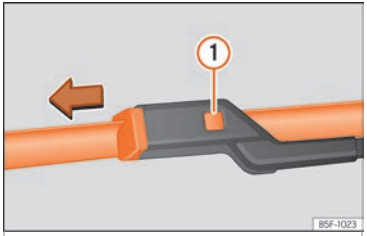

Fig. 41 Changing the windscreen wiper blades
- Press and hold release button ››› Fig. 41 ① and pull gently on the wiper blade in the direction of the arrow.